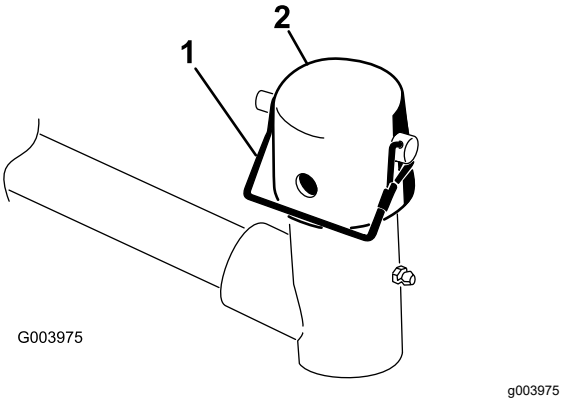

Figur 9
9. Fjern låsestiften og hætten fra løftearmens drejegaffel (Figur 9).